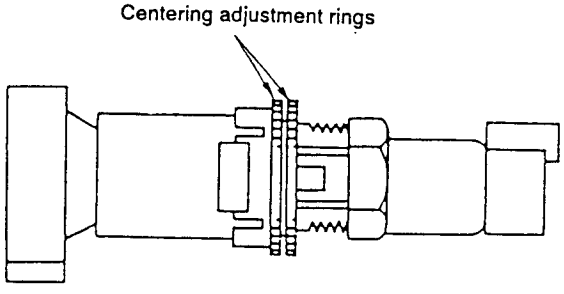

Fig. 8-52.
1) Turn the centering adjustment rings to provide an image with even right, left, upper and lower margins. (See Fig. 8-52.)